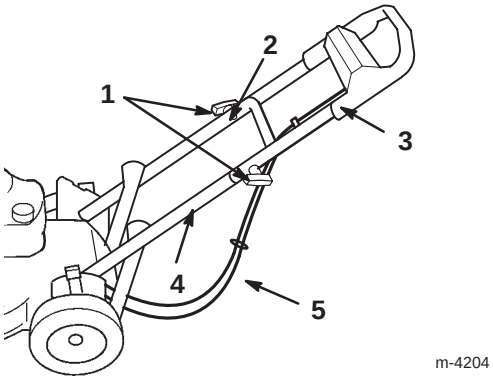

Figura 3
2. Bullone sagomato della stegola (2)
6. Verificate che i cavi siano infilati sotto la stegola inferiore e dietro di essa, come riportato nella Figura 3.